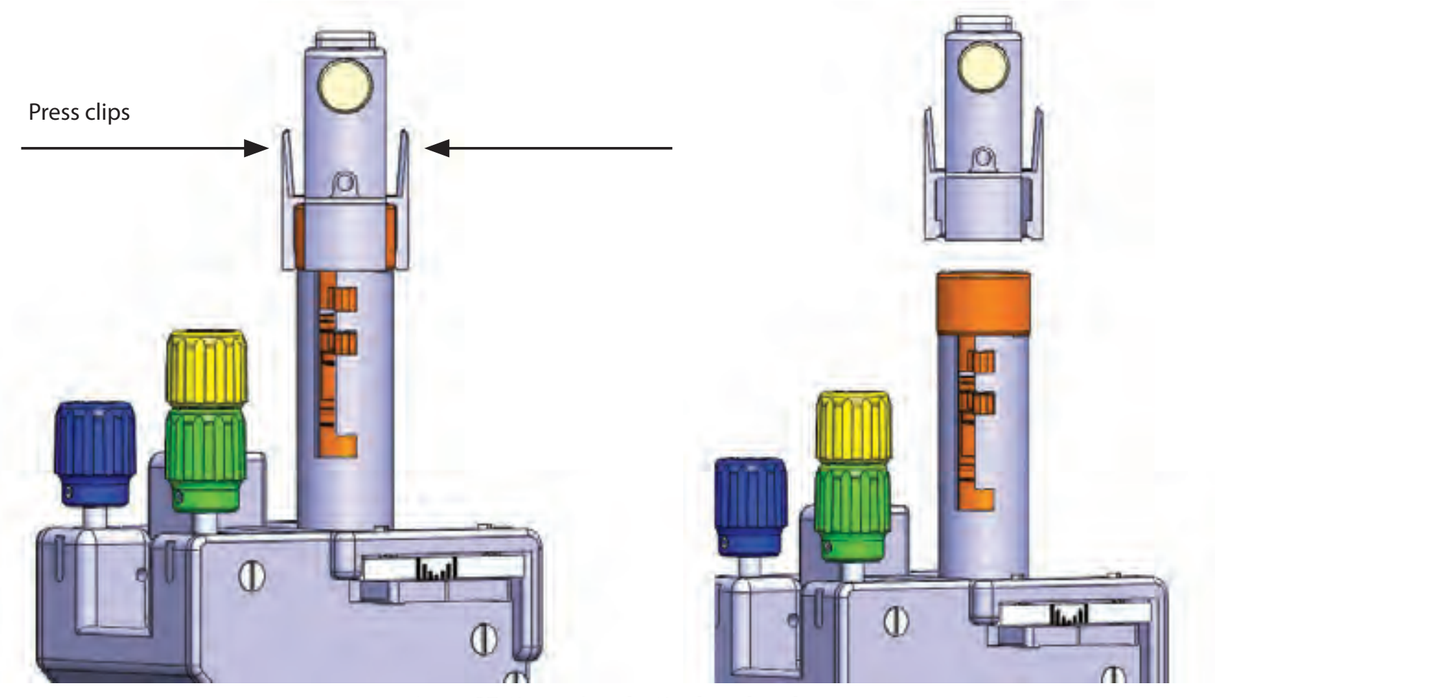

Figure 27: Removing the Dock and Lock
Note: To facilitate easier attachment to the Cap, it may be necessary to pinch the center of the Lock and Dock Assembly to flare out the Dock elements with white paint. **See Figure 27**.
4. Remove the Dock and Device Lock Assembly by squeezing the clips to separate it from the SMARTFrame. **See Figure 27.**